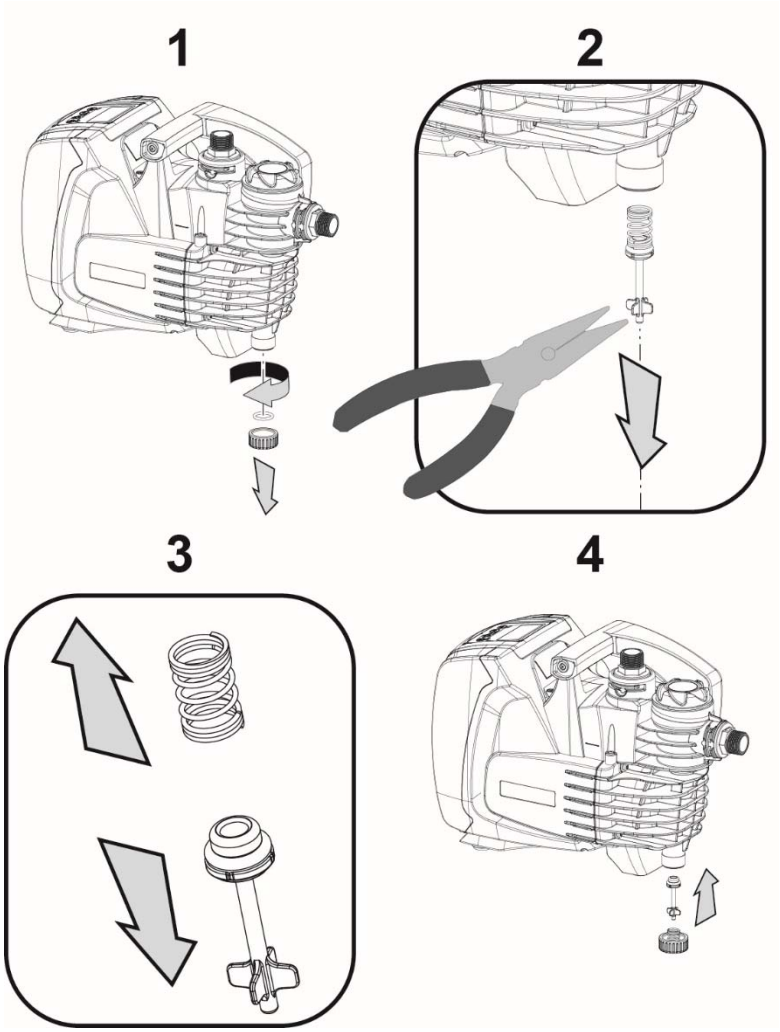

Fig. 5
3. Ta av tømmepluggen. Pass på å ikke miste O-ringen (fig. 5).